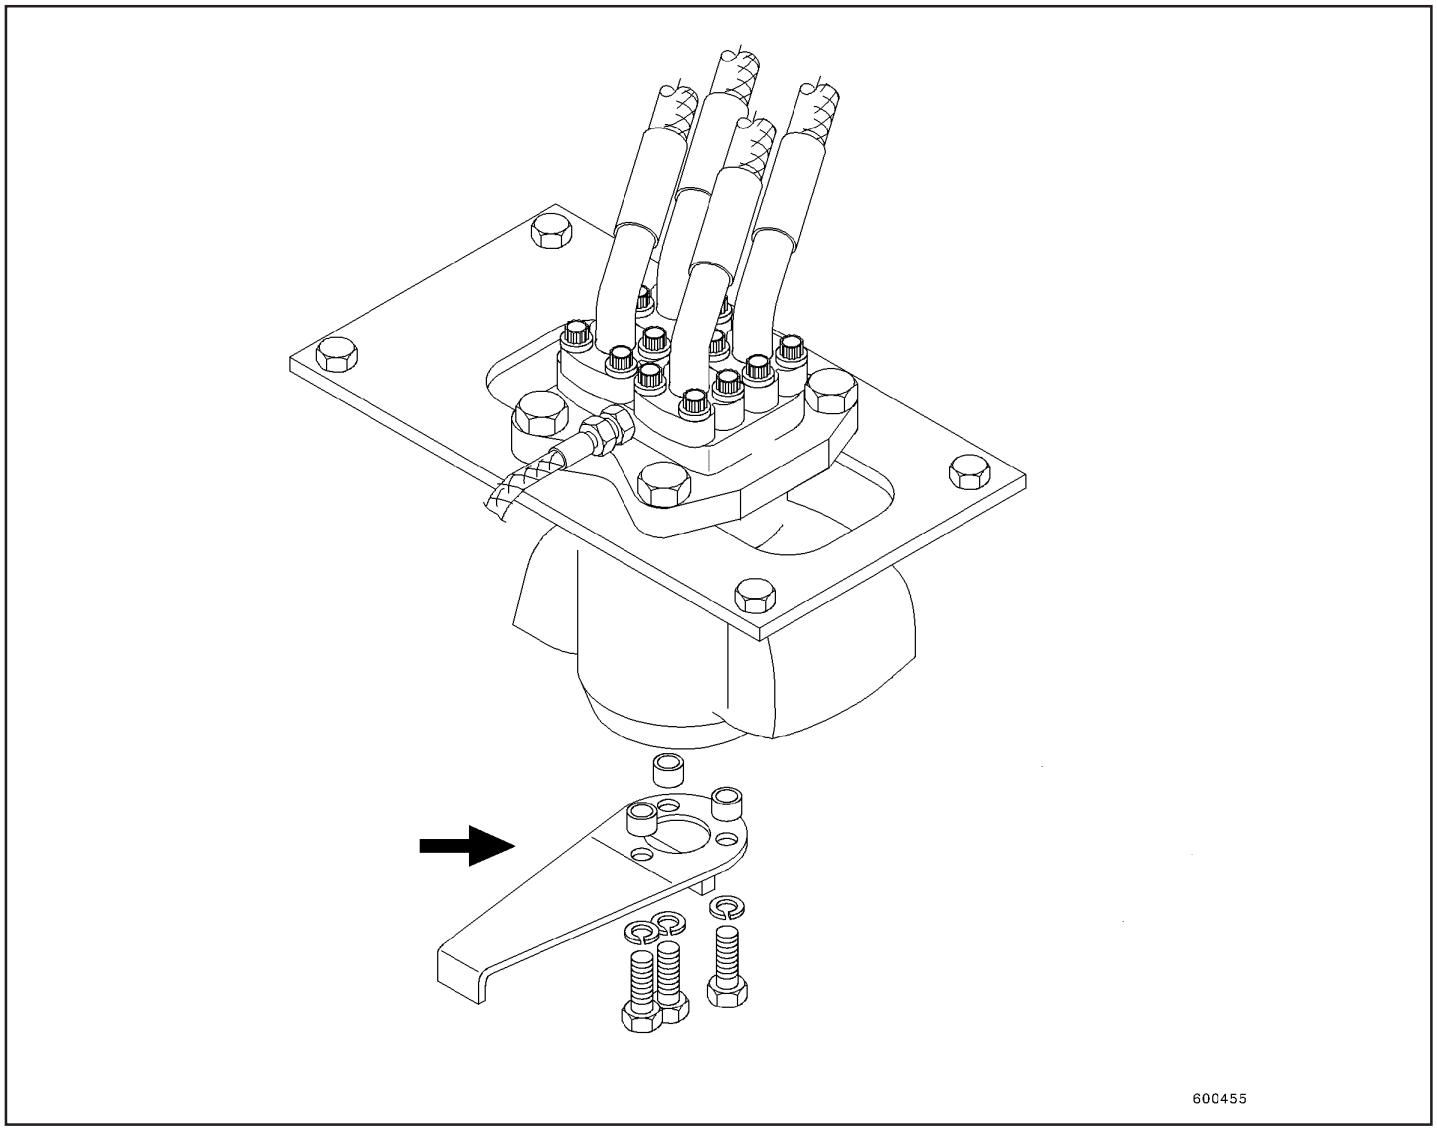

Fig.4
- Desmonte o elemento de travamento do rotor (Fig.4)
- Reinstale o elemento de trava do rotor (Fig.4)